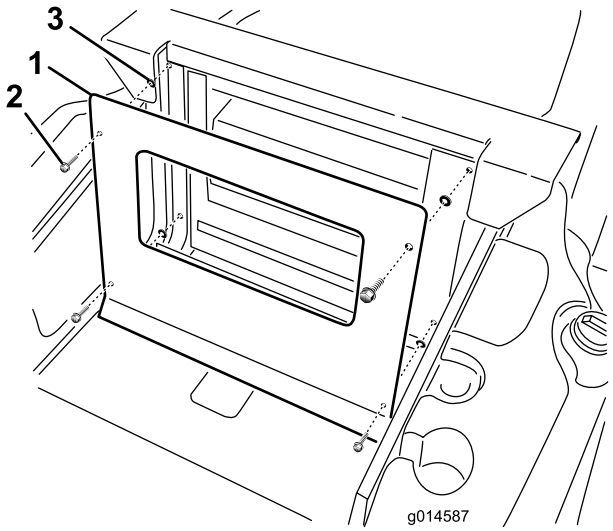

Figur 8
1. Fjern (de fire) boltene som fester brannveggen til rammen (Figur 8).